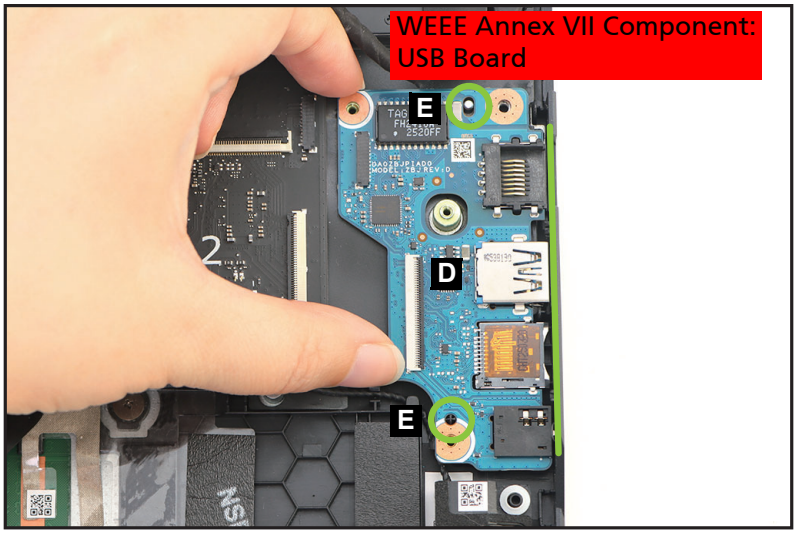

Figure 1-35. USB Board Removal
5. Release the USB board (D) from the I/O port slots and guide pins (E) on the top assembly (Figure 1-35). Then remove the USB board.